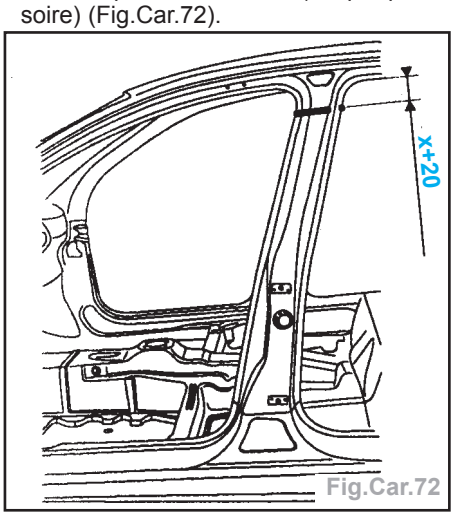

Fig.Car.72
- Tracer puis découper en **A** à l'aide d'une meule épaisseur 1 mm (coupe provisoire) (Fig.Car.72).